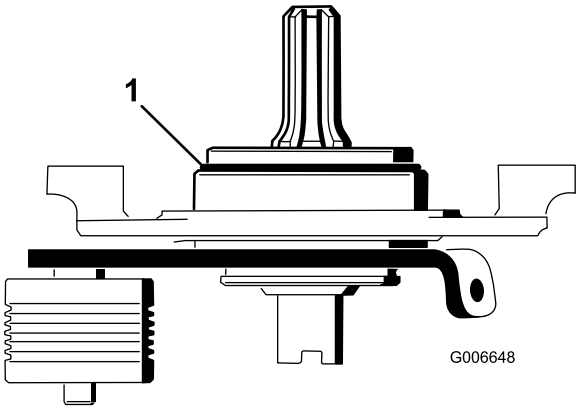

図 23
22. 3/8-16 タップを使って、左右のサイドプレートの取り付け穴の内壁のペイントを除去する。 図 23。
重要 Oリングを忘れずに、また、正しい向きでピボットハブに取り付けること図 23。